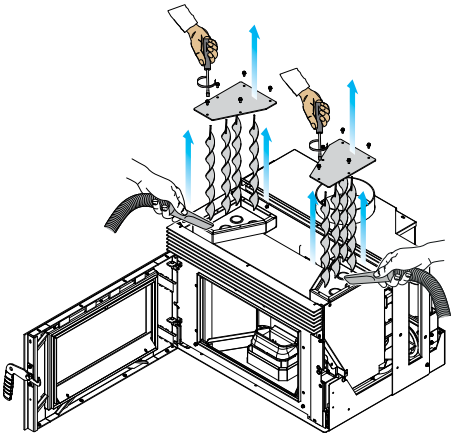

fig. 7.16
C) Retirer les bouchons supérieurs de la chaudière et aspirer la cendre résiduelle (fig. 7.16).